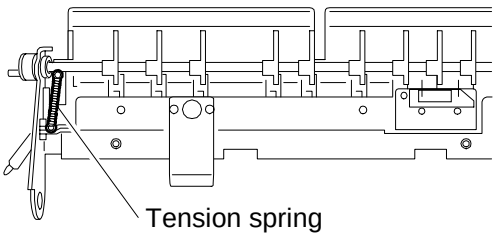

Fig. 12
12) Attach the 1 tension spring. (Fig. 12)